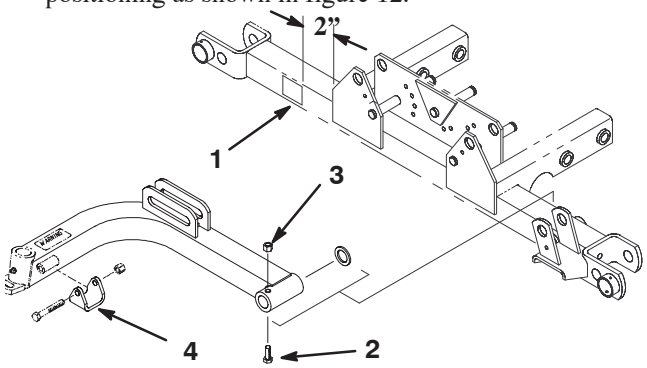

Figure 12
1. Check bolt and nut securing front center cutting unit lift arm to to lift arm carrier frame. If nut is positioned on under side of the lift arm, remove nut and bolt and install new nut and bolt with nut on top of the lift arm, as shown in figure 12.
2. Affix wear pad to front of lift arm carrier frame, positioning as shown in figure 12.
3. On the #4 and #5 cutting unit lift arms, remove the existing arm bracket and replace with the arm brackets included in the kit (Fig. 12)